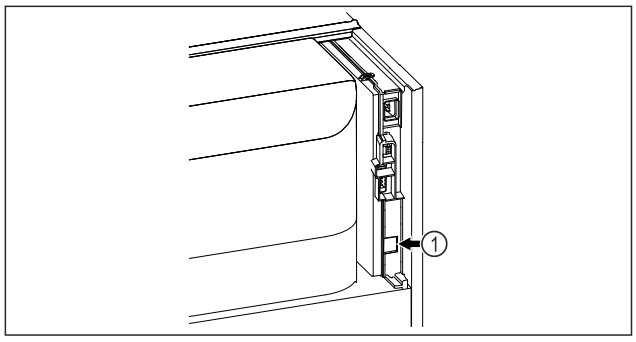

Fig. 94
❑ SmartModule *Fig. 94 (1)* este instalat.